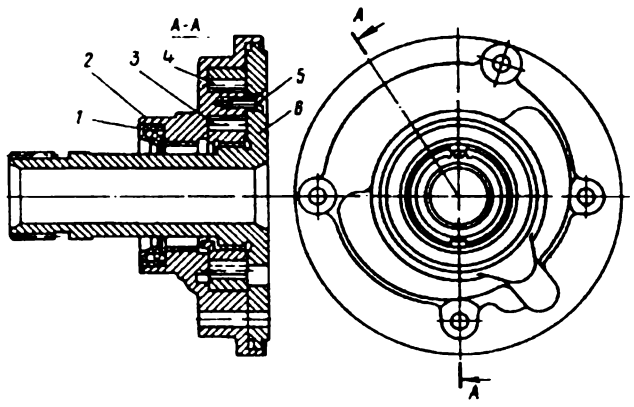

Рис. 96. Передний масляный насос:
1. Отверните два винта крепления реактивного вала к корпусу *2* (рис. 96) и снимите вал.